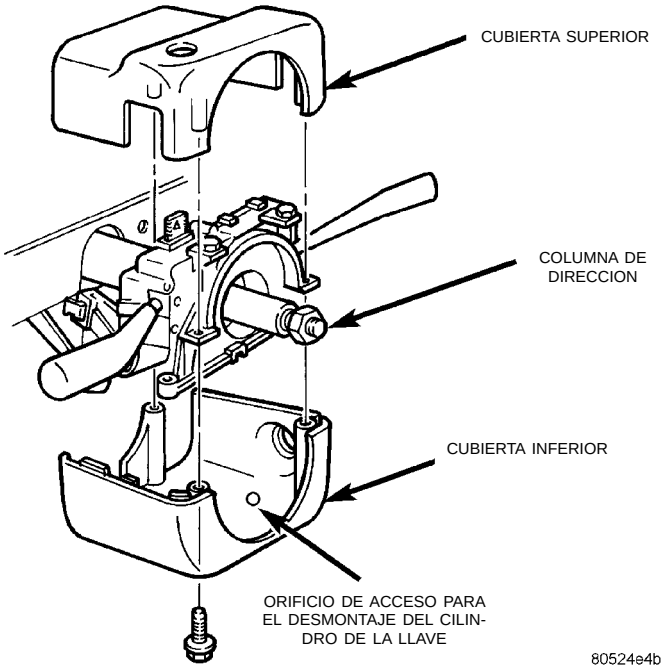

Fig. 30 Cubierta superior/inferior
(1) Retire la cubierta de la columna de dirección y el forro de la cubierta de la columna de dirección.
(2) Levante la cubierta superior y el marco del grupo de instrumentos hasta que los collarines se desenganchen, y separe para tener espacio (Fig. 30).
(3) Gire el cilindro de la llave de encendido a la posición RUN (marcha)/ON. Inserte un destornillador en el orifico de acceso en la parte inferior de la cubierta inferior para soltar el cilindro de la llave de encendido.
(4) Extraiga el cilindro de la llave de encendido.
(5) Retire los tres tornillos que fijan la cubierta inferior a la superior por la parte inferior de la cubierta inferior.
(6) Separe las cubiertas superior e inferior.